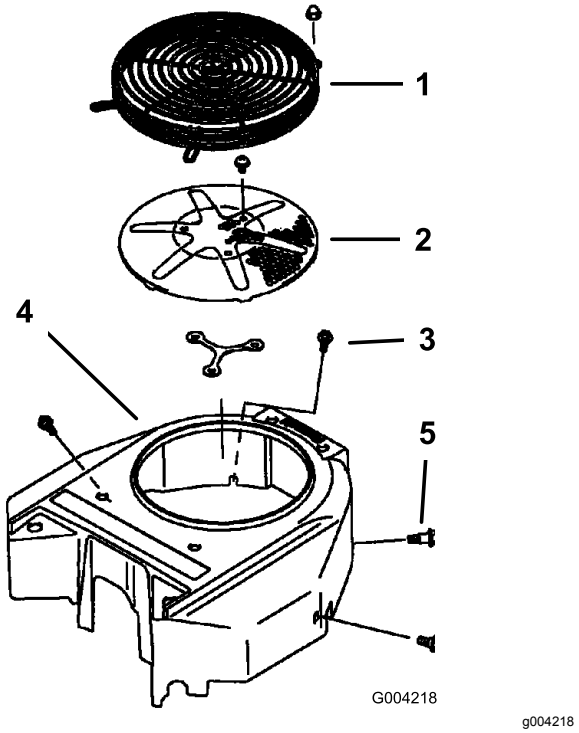

Figuur 77
3. Verwijder het luchtinlaatrooster, de terugloopstarter en de ventilatorbehuizing (Figuur 77).
5. Plaats het luchtinlaatrooster, de terugloopstarter en de ventilatorbehuizing (Figuur 77).